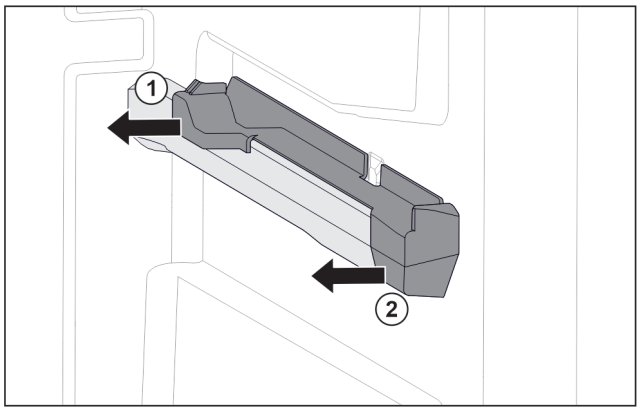

Fig. 86 Uzspraužamā daļa uz labās tvertnes ribas
- ▶ Novelciet aizmugurējo uzspraužamo daļu uz sāniem. *Fig. 86 (1)*
- ▶ Novelciet priekšējo uzspraužamo daļu uz sāniem. *Fig. 86 (2)*